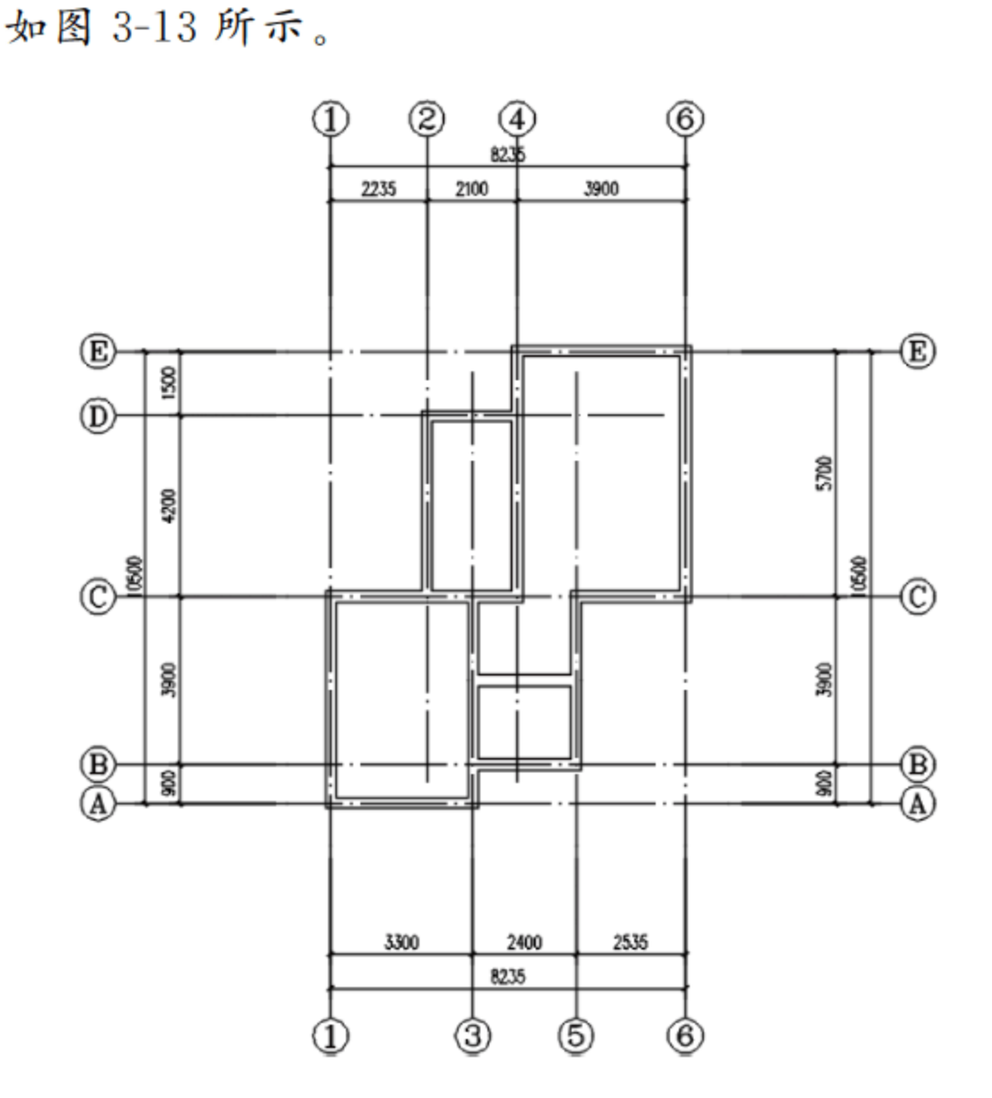

图 3-13　等分加墙
绘制等分加墙如图 3-13 所示。
(1) 单击菜单中“墙体”→“等分加墙”命令,打开“等分加墙”对话框,设置“等分数”为“2”,绘制 240 的内墙,如图 3-14 所示,结果如图 3-13 所示。